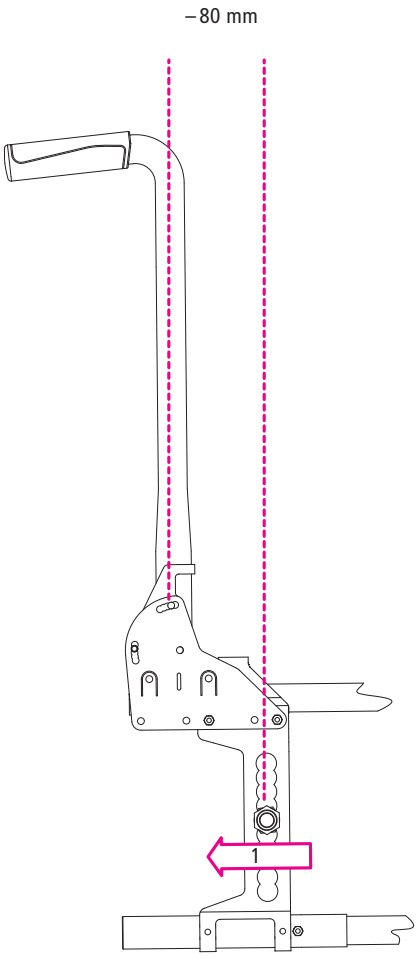

afb. 49
2. Voor tussenstappen worden de platen van links naar rechts gewisseld en 180° gedraaid (1, afb. 49).